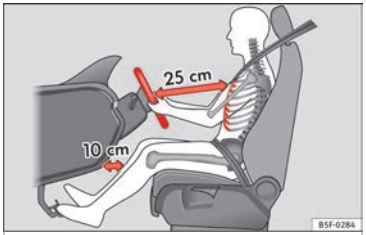

Fig. 71 The proper distance between driver and steering wheel
– Adjust the steering wheel so that there is a distance of at least 25 cm between the steering wheel and the centre of your chest ››› **Fig. 71**.
- **Adjust the driver's seat so that there is at least 25 cm distance between the centre of the chest and the centre of the steering wheel ››› Fig. 71. If you are sitting closer than 25 cm, the airbag system cannot protect you properly.**